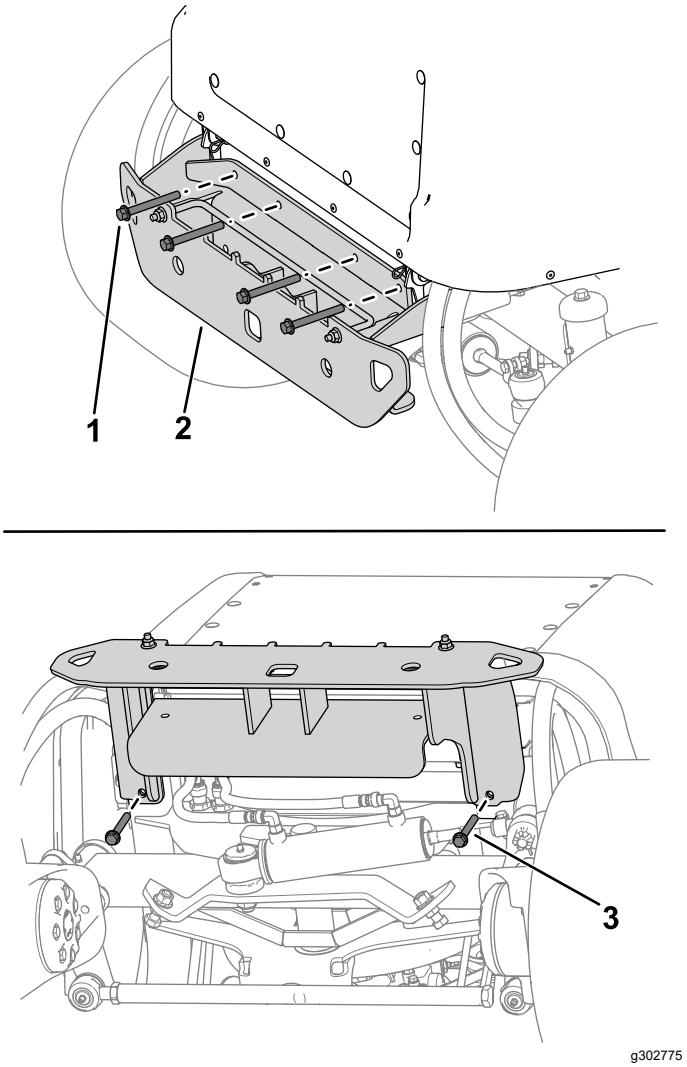

Figuur 14
2. Gebruik 4 bouten (⅜" x 3¼") en 4 moeren (⅜") om het bovenste gedeelte van de bumper aan het machineframe te bevestigen (Figuur 14).
3. Gebruik 2 bouten (⅜" x 2¾") en 2 moeren (⅜") om de bumper onder het machineframe te bevestigen (Figuur 14).